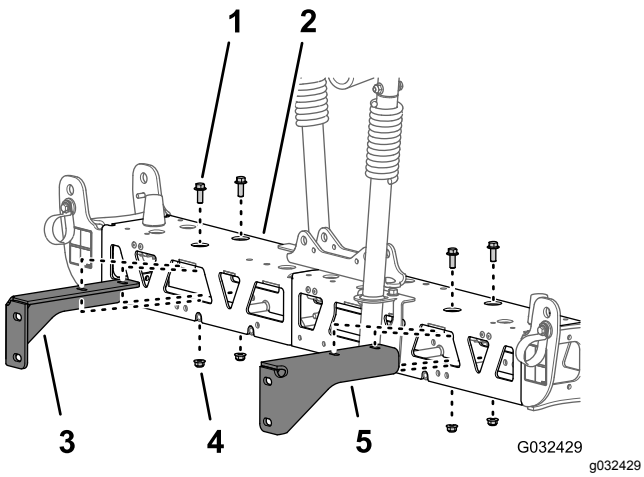

Figur 49
2. Fjern de to flenshodeboltene (3/8 x 1 tomme) og to flenslåsemutterne (3/8 tomme) som fester støttebraketten til den midtre sprederseksjonen, og fjern braketten (Figur 49).
3. Fjern de to flenshodeboltene (3/8 x 1 tomme) og to flenslåsemutterne (3/8 tomme) som fester den andre støttebraketten til den midtre sprederseksjonen, og fjern braketten (Figur 49).